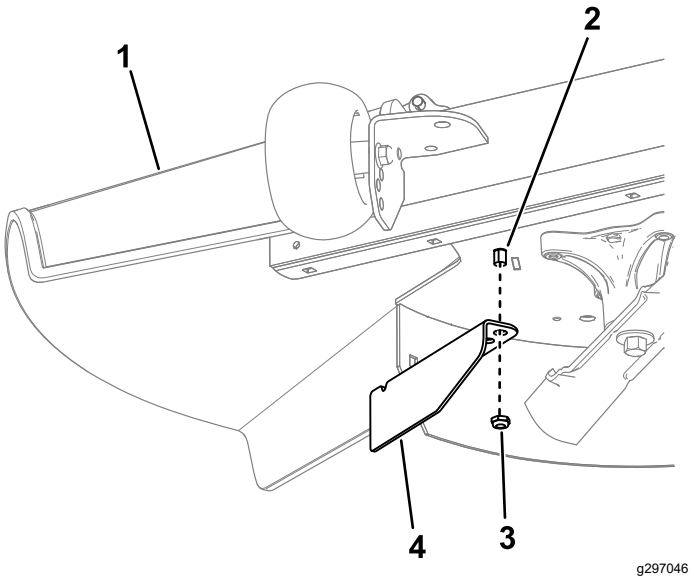

Figura 15
10. Retire la tuerca de la varilla del deflector de hierba debajo de la carcasa del cortacésped (Figura 15).
11. Utilice la tuerca para instalar la placa deflectora en la varilla del deflector de hierba, utilizando el taladro exterior en el deflector (Figura 15).